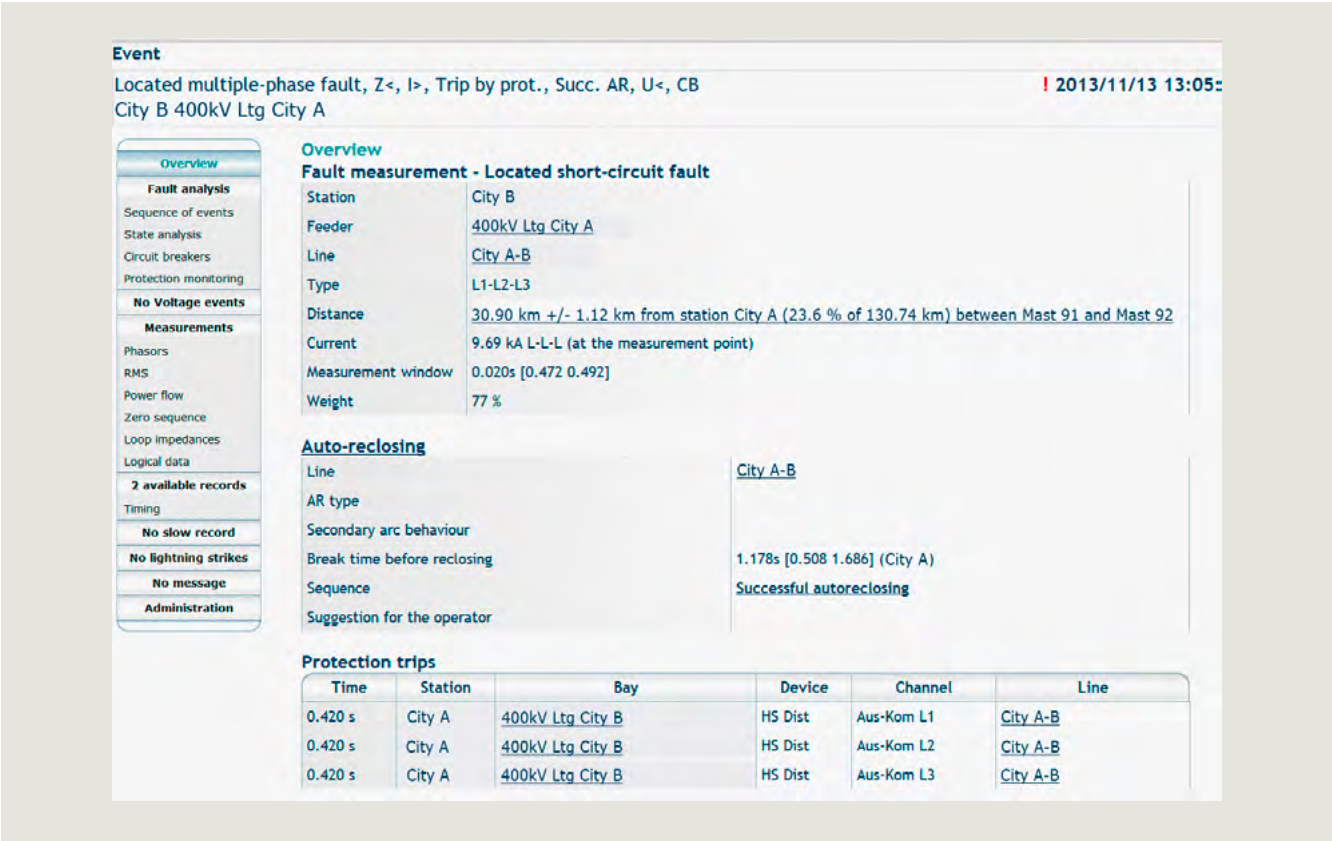

Fig. 6.6-30: Information overview of a selected event
- SIMEAS SAFIR collects fault records from all data sources like protection relay or digital fault recorder automatically – usually in COMTRADE format. In this process, time synchronization is verified and optimized, so the records can be grouped in event folders. These records are preprocessed to facilitate further analysis. The software detects analog signal changes, and provides numerous measurements, such as phasors and loop impedances, for each electrical state of the power system. User can also flag fault records and hide them, which occur during commissioning or protection testing. SIMEAS SAFIR enables for the control and protection staff a time-efficient analysis and reporting. This reduces costs and contributes to a better system reliability through measures derived from comprehensive data (fig. 6.6-30).